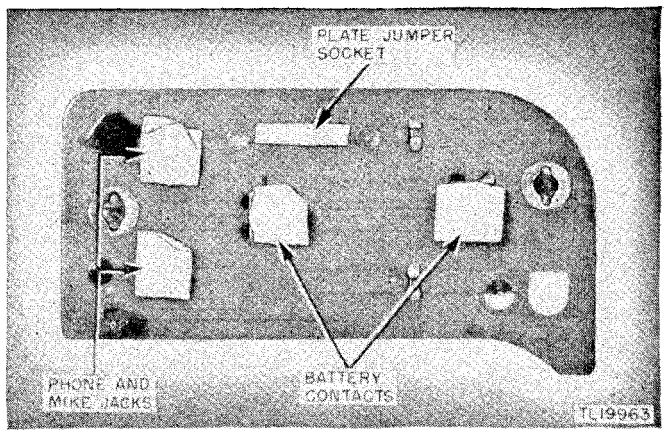

Figure 27. Terminal board, showing masking.
(11) PHONE and MIKE pin jacks. (See fig. 27.)
(12) Plate jumper socket. (See fig. 27.)
(13) Battery contacts. (See fig. 27.) (Mask all contacts on terminal board of Radio Set SCR-536-F.)